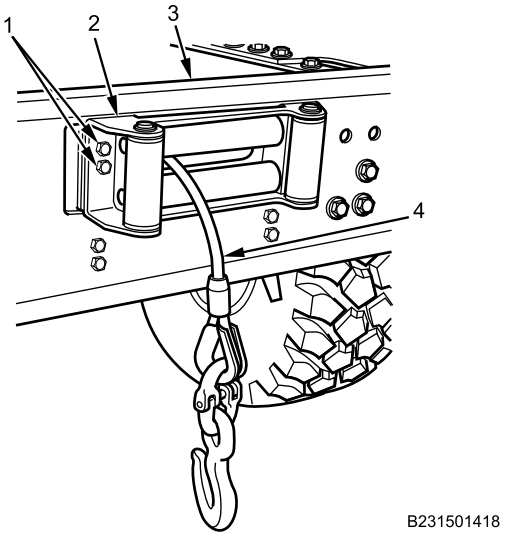

Figure 14. Right Side View of Winch Carrier Assembly.
14. Install winch carrier assembly (Figure 14, Item 2) on bumper (Figure 14, Item 3) with four bolts (Figure 14, Item 1) and tighten securely.
15. Secure winch cable (Figure 14, Item 4).